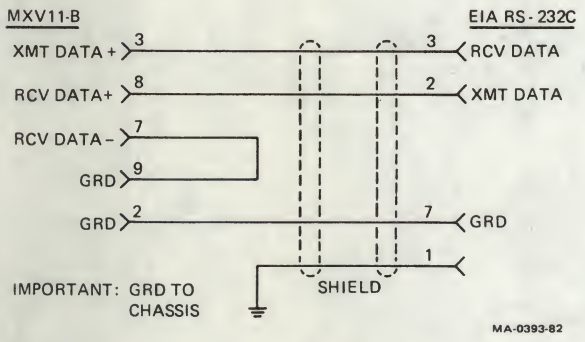

Figure 2-12 BC20N-05 Null Modem Cable
2. The receivers on the MXV11-B have differential inputs. Therefore, when designing an RS-232C or RS-423 cable, you must tie Receive Data (pin 7 on the 2 × 5 pin AMP connector) to signal ground (pins 2, 5, or 9) in order to maintain proper EIA levels (Figure 2-12).